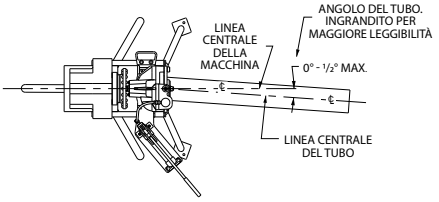

FIGURA 2
2. Posizionare il cavalletto per tubi all'incirca a ½ grado verso sinistra (per creare l'angolo di allineamento). Vedere la Figura 2.